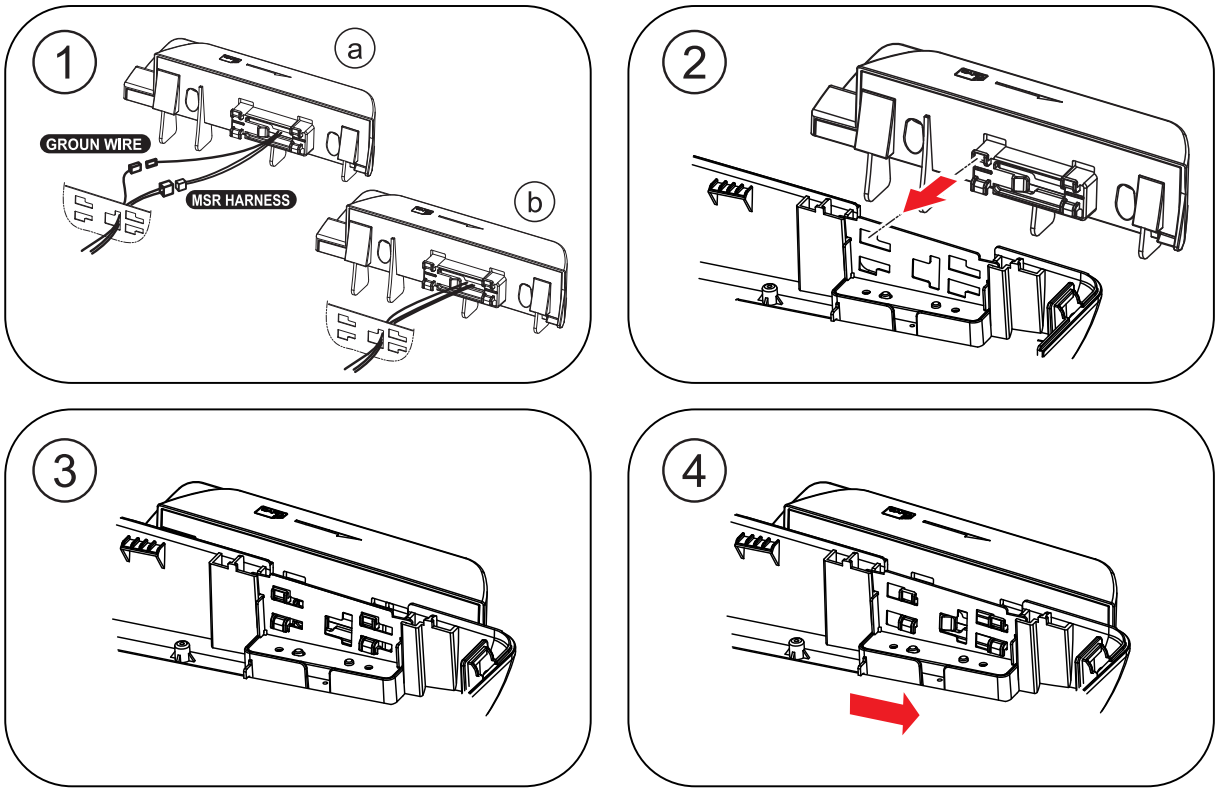

Figure 3-5 MSR Installation (2)
1. Connect Ground Wire & MSR Harness of MSR Assembly to the main set as shown in Figure 3-5-①-ⓐ.
2. Tidy up the connectors of Ground Wire & MSR Harness by inserting them into the MSR Assembly (Connectors should be hidden inside the MSR Assembly), Figure 3-5-①-ⓑ.
3. Insert MSR Assembly into the main set bracket holes as in Figure 3-5-②, Figure 3-5-③.
4. Tighten MSR Assembly by moving it to the direction shown in Figure 3-5-④.